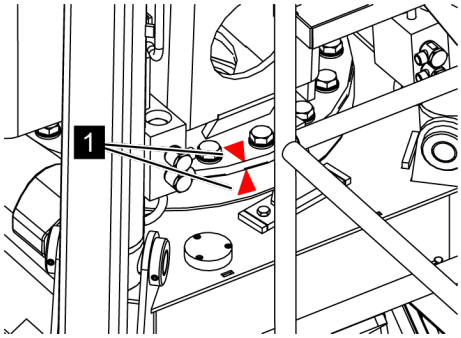

Fig. 62: Red arrows
*Make sure that the red arrows (*Fig. 62/1*) on the rotating assembly are aligned with one another when moving into the transport position.*